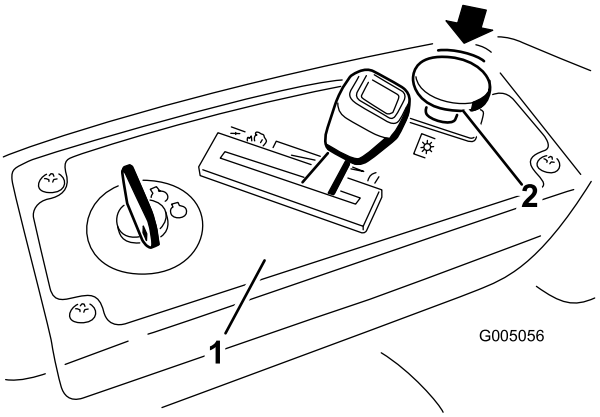

Bild 14
Drücken Sie den Zapfwellenantriebsschalter nach unten, bewegen Sie ihn in die Aus-Stellung und kuppeln Sie die Messer aus (Bild 14).
1. Kuppeln Sie die Messer aus, indem Sie den Zapfwellenantriebsschalter in die Aus-Stellung stellen (Bild 14).